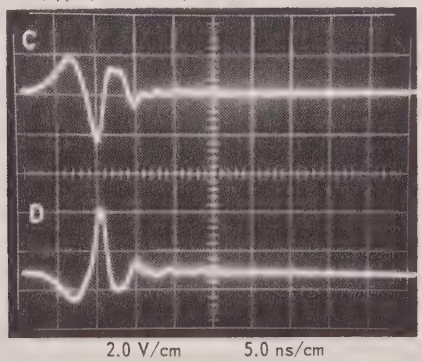
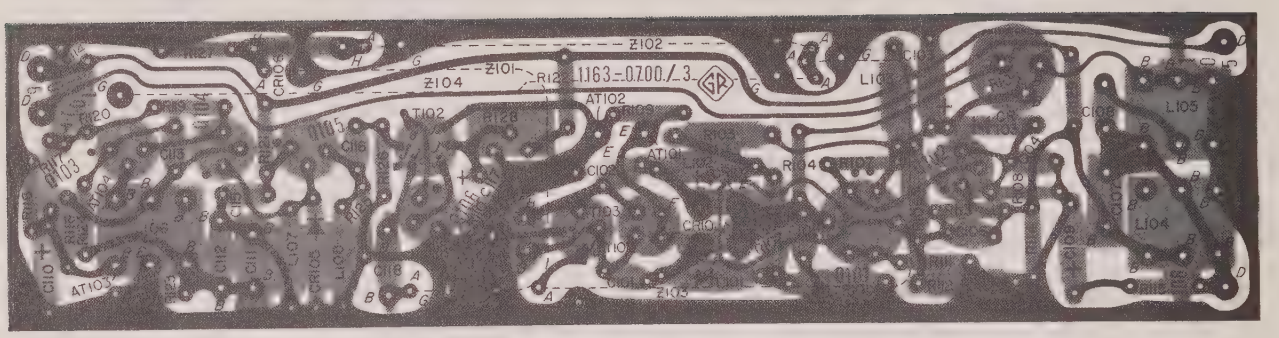

Figure DC-8. Sampling oscilloscope waveforms typical of servo-circuit blocking-oscillator performance.
Figure DC-10. Etched-circuit board assembly (top) for DI-4 (P/N 1163-2701).
If the oscillator cannot be brought into lock with L106, measure the frequency of the injection-locked oscillator directly, with the counter at TP101; clip a short lead across AT103 and AT104 (Figure DC-10), to remove the 1-Mc drive to the oscillator for this test. If the frequency is sufficiently removed from its nominal value, the oscillator will not lock.
The sampling oscilloscope is needed for the remainder of the pulse circuits. Figure DC-8 (A) shows the output of the blocking oscillator at pin 1, T102, (use Figure DC-10 to find the test point). Figure DC-8 (B) shows the waveform at the anode of CR106. CR106, a plug-in unit, is selected to give the stored-charge, snap-off characteristics necessary to speed up the blocking-oscillator pulse. Ordinarily this diode should not need to be replaced — the jacks are utilized principally for factory selection of the diodes.
The waveforms of the remainder of the pulse circuits are checked best when the Digit Oscillator is not running. To stop the oscillator, set the digit dial between steps. Observe the waveforms at TP102 and TP103; see Figure DC-8 (C and D). Diodes CR101 and CR102 must be removed for this test. They are plug-in units in the top circuit board (Figure DC-5). Note carefully the relative positions and polarizations of the diodes on the board prior to removal, so that they can be reinstalled exactly as they were originally.
Figures DC-10 through DC-13 show the physical layout of the parts on the various etched-circuit boards, to speed positive identification. The reference designators for the parts shown on the boards are the same as those used in the over-all schematic diagram, Figure DC-14, and in the parts list at the end of this section.